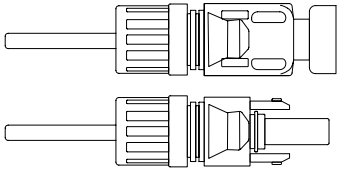

Figure 2.14 Contact Pin Assembly Diagram
3) Insert the pin into the top of the connector, then screw the cap nut onto it. (See Figure 2.14)